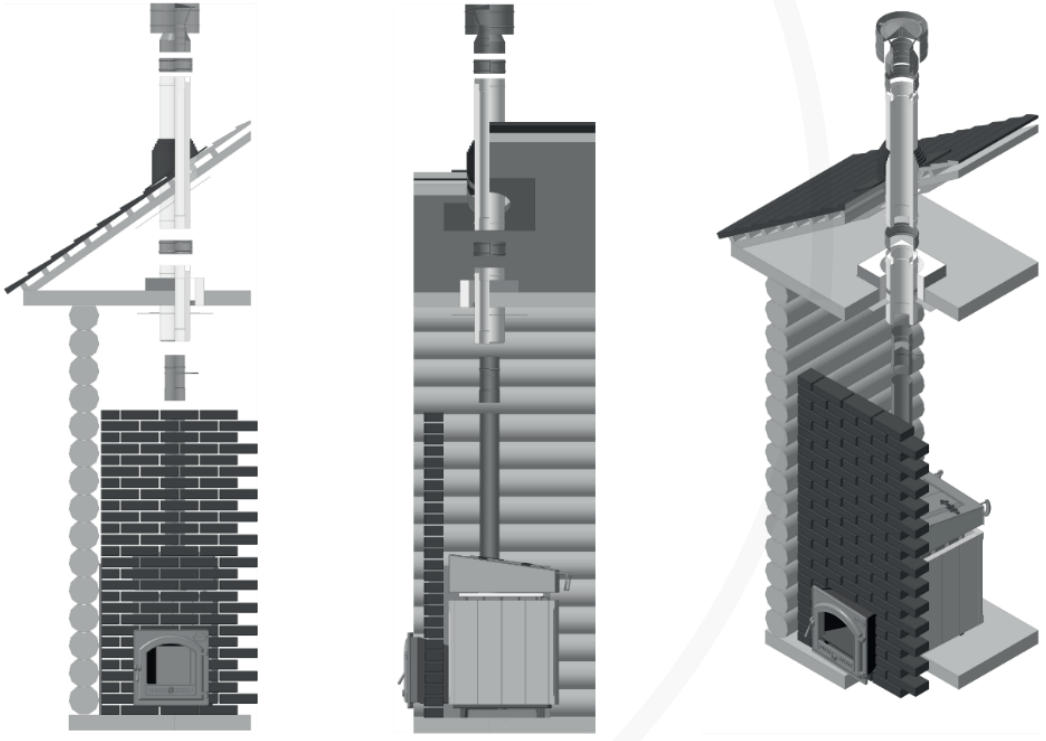

Рис. 10.Схема установки печи
2.2.1 Рекомендуемая схема установки печи приведена на рис. 10.